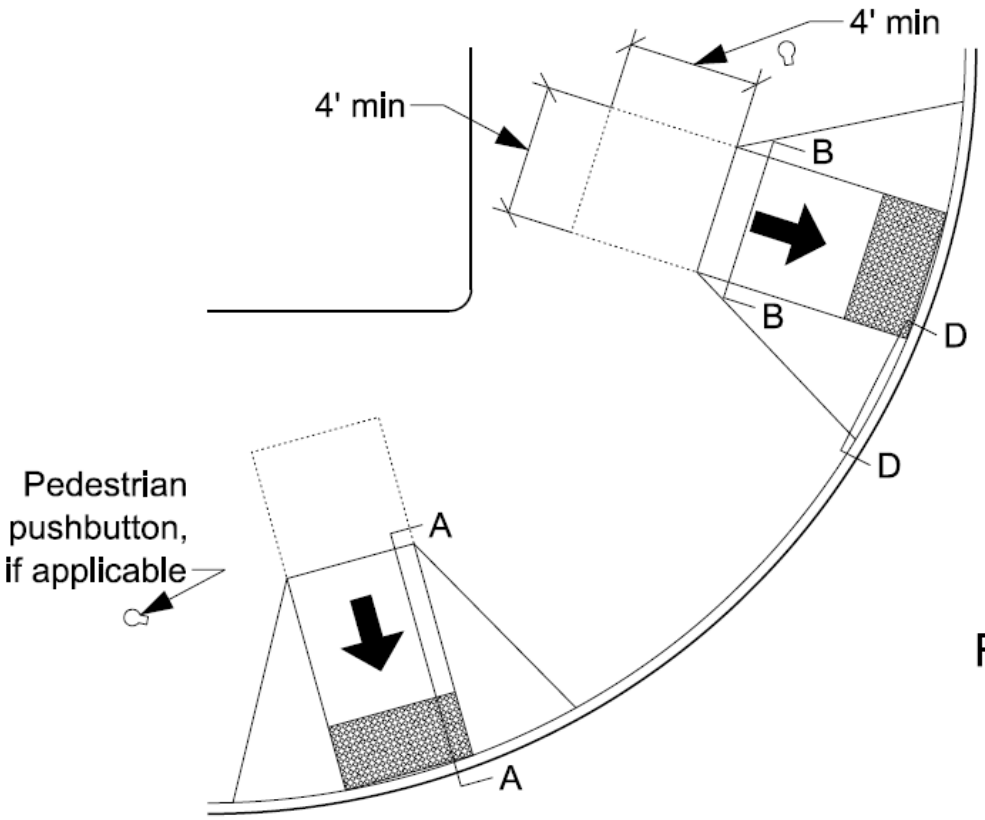

Figure 3
1. All crosswalks shall meet the criteria put forth in the American's with Disabilities Act (ADA) and at a minimum will include truncated domes, proper flares, slopes and tip downs for the appropriate configuration shown in Figures 3 through 11 below.